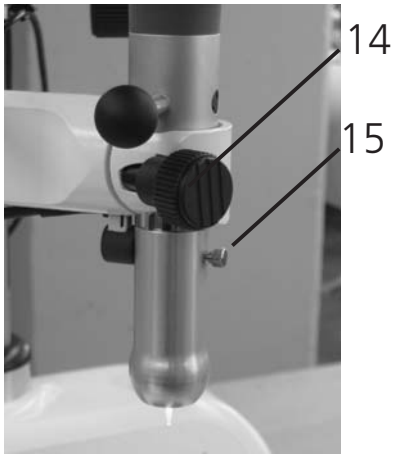

fig. 1
Per rimuovere il supporto luminoso, compreso nella fornitura, si deve allentare la vite zigrinata (15) (fig. 1) e il supporto luminoso deve essere estratto con cautela verso il basso. Per inserire il supporto luminoso operare in modo inverso.